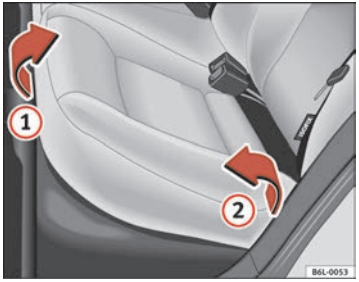
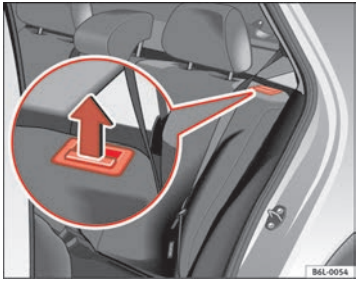

Fig. 69 Folding up the rear seat cushion
Fig. 70 Button for unlocking the rear backrest
– Pull the front edge of the seat cushion ⇒ fig. 69 (1) upwards in the direction of the arrow.
– Lift the cushion (2) forwards in the direction of the arrow.
– Pull the release button ⇒ fig. 70 in the direction of the arrow and fold the backrest forwards